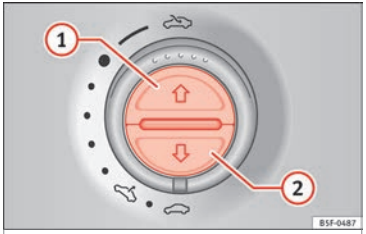

Fig. 138 On the interior roof lining: switches for the sun blind
To open completely (automatic):	Press button »» Fig. 138 ① briefly.
To stop automatic operation:	Briefly press the button »» Fig. 138 ① o »» Fig. 138 ②.
To set the intermediate position:	Hold the button »» Fig. 138 ① or »» Fig. 138 ② until the required position is reached.
To close completely (automatic):	Press button »» Fig. 138 ② briefly.
- *Sun blind:* Within 5 seconds of triggering the anti-trap function, push button ››› Fig. 138 (2) until the sun blind closes completely.